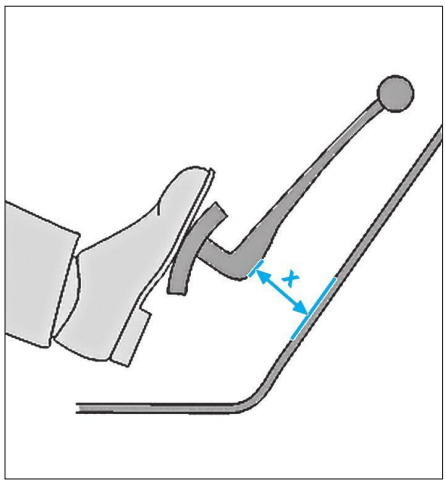

**Fig. 10**
• Vérifier qu'un début de friction du mécanisme d'embrayage apparaît à une côte (X) supérieure ou égale à 35 mm (la côte X est donnée à titre indicatif) **(Fig.10)**